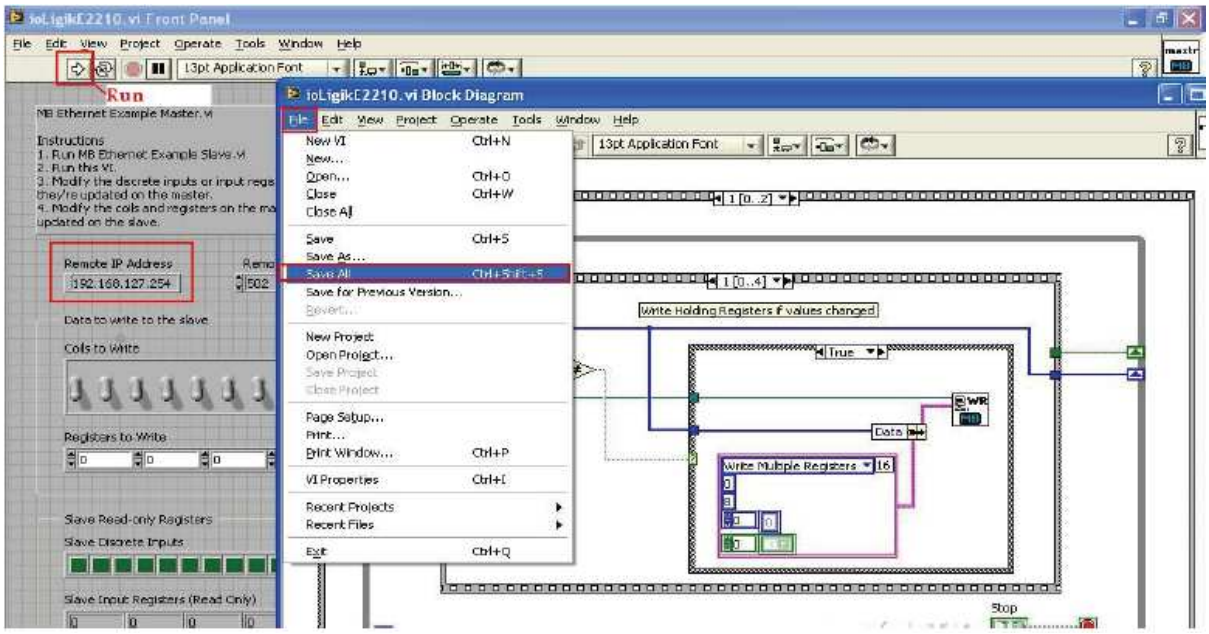

*Рис.13*
2.11 Сохраните настройки (Рис.13). После этого введите ip-адрес модуля ioLogik E2210 в поле **Remote IP Address** и запустите программу.